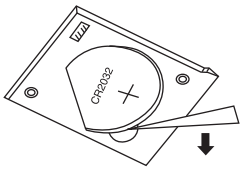

Рисунок 2
1. Откройте отделение для батареи, расположенное на задней панели весов. Осторожно извлеките старую батарею при помощи острого предмета. (См. рисунок 2).